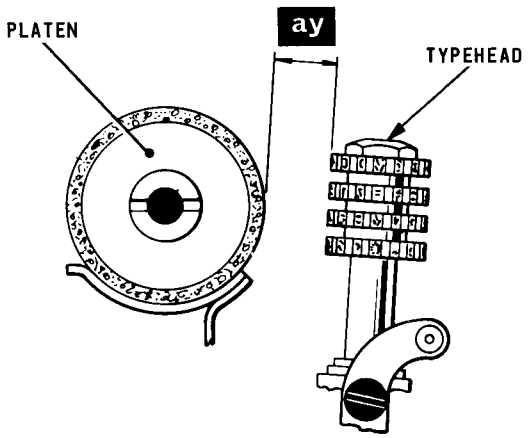

Fig. 4.48 TYPEHEAD/PLATEN CLEARANCE
55.1 Depress the letter 'X' key or, if the machine has no keyboard, set up the letter 'X' combination (MSMMM) on the pins. Lift the translator clutch abutment and turn the machine by hand until the print lever, Fig.4.7, is on the highest point of its cam (just prior to fall off). Using slip gauge TA1338, check that there is a clearance of approximately 0.5 in. (dimension 'ay' ) between the typehead, Fig.4.48, and the platen.